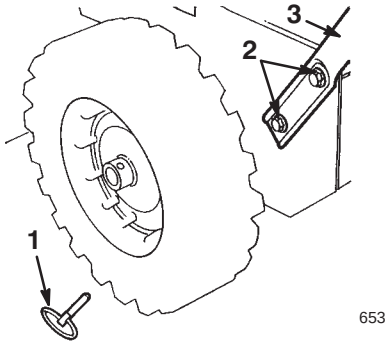

Bild 2
2. Entfernen Sie die Achszapfen an beiden Rädern (Bild 2) und schieben Sie die Räder ungefähr 2,5 cm auf der Achse nach außen.
4. Positionieren Sie die linke Seite des Griffelements an der linken Seite der Schneefräse, richten Sie die Griffbefestigungslöcher auf die Löcher in der Seitenplatte aus und befestigen Sie den Griff mit zwei Schrauben und Wellenscheiben per Hand (Bild 2).